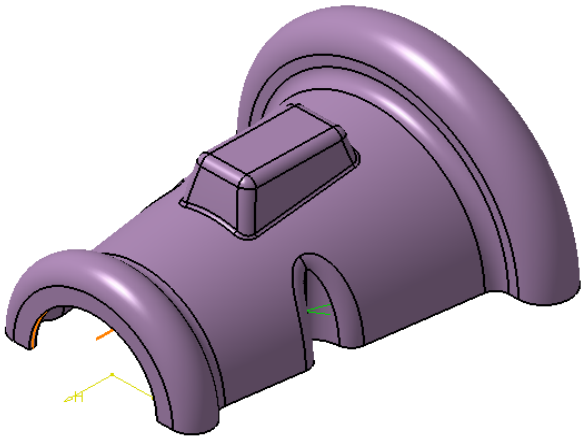
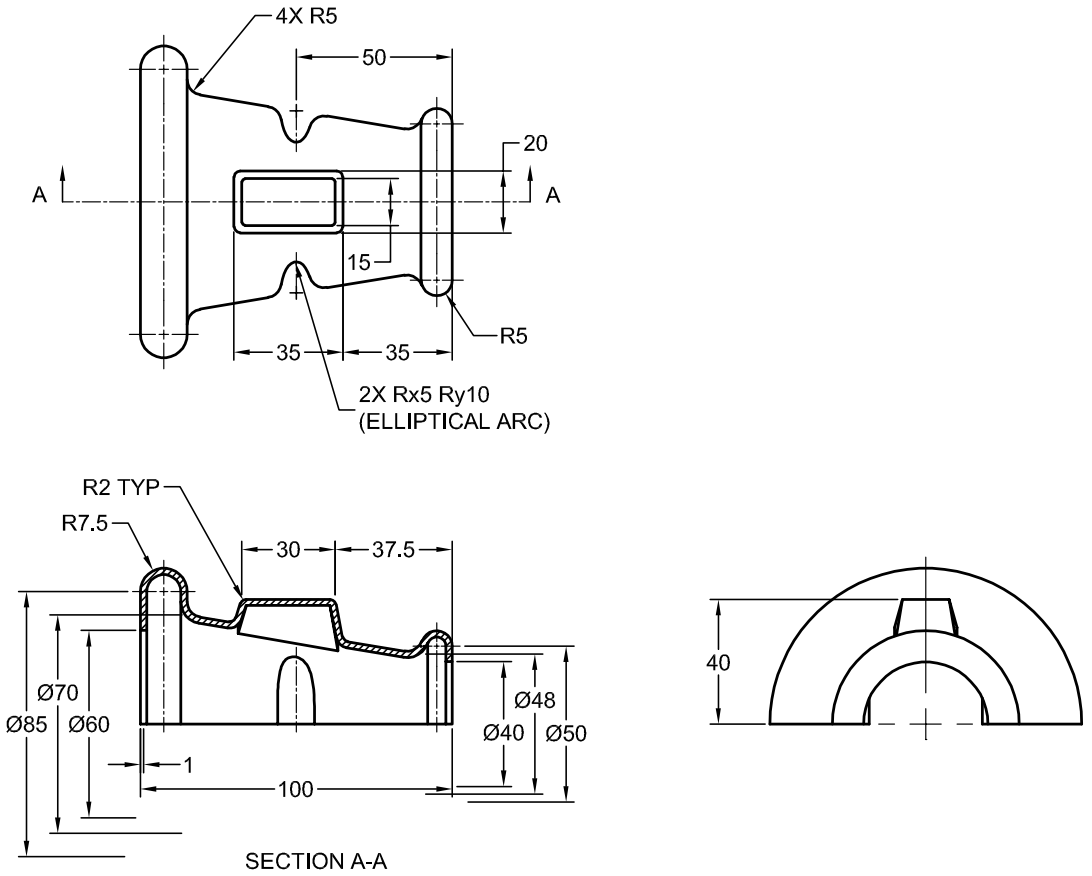
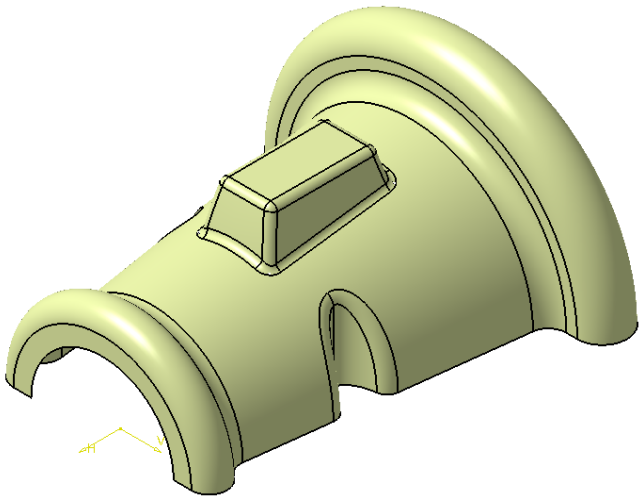

Figure 17-83 *Model for Tutorial 1*
Figure 17-84 *Views and dimensions of the model for Tutorial 1*
Figure 17-100 *Final surface model*
In this tutorial, you will create the model using various tools available in the **Generative Shape Design** workbench. The model to be created is shown in Figure 17-83 and its views and dimensions are shown in Figure 17-84. **(Expected time: 1hr)**
4. Choose the **Edge Fillet** tool from the **Operations** toolbar and add the required fillets to the model. For dimensions of the fillets, refer to Figure 17-84. The final surface model after adding the fillets is shown in Figure 17-100